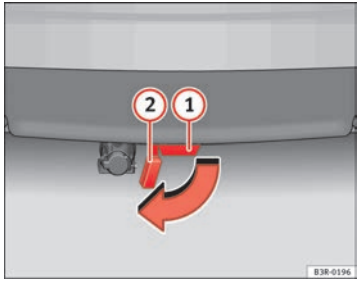

Fig. 154 Rear bumper: Open the cover piece
– Remove the cover piece (2) ⇒ fig. 154 on the mounting fixture (1) below the bumper as far as it will go. The cover piece is held automatically in the open position.